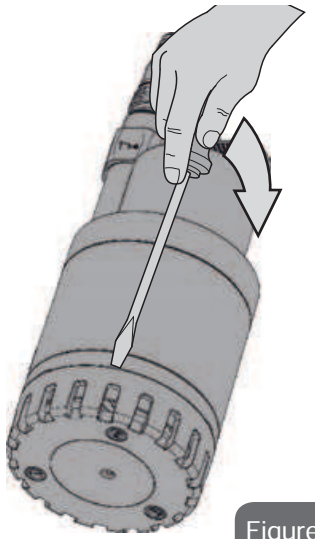

Figure 10
- Loosen the suction grid by inserting a screwdriver between the pump jacket and the suction grid and turning it (Fig.10).
• Loosen the suction grid by inserting a screwdriver between the pump jacket and the suction grid and turning it (Fig.10).